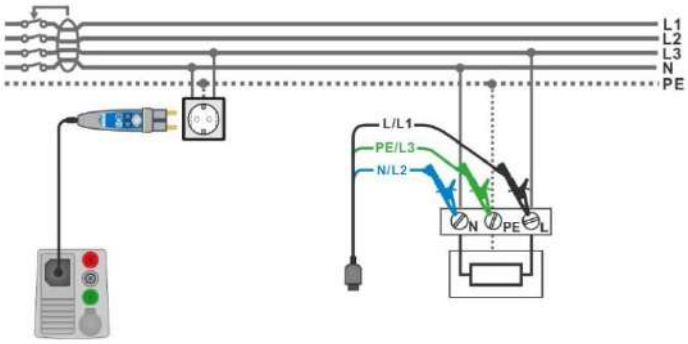

Figure 7.48: Connection of Plug commander and 3-wire test lead
- Connect 3-wire test lead or Plug commander to the object under test, see ***Figure 7.48***.